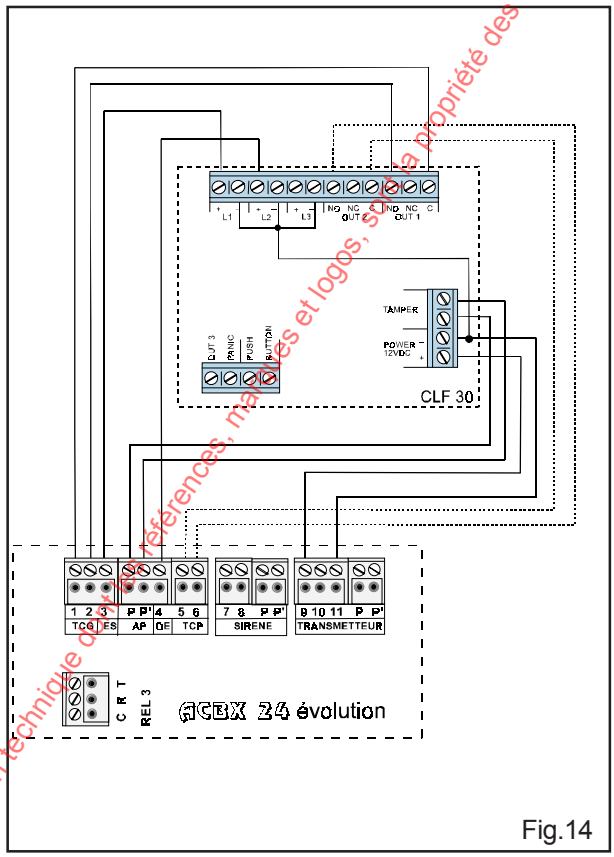

Fig.14
- Exemple de raccordement d'un clavier en fonction impulsionnelle CLF 30 (code 10170) - mise en/hors service totale (relais 1) - mise en/hors service partielle (relais 2 - trait pointillé) fig.14.